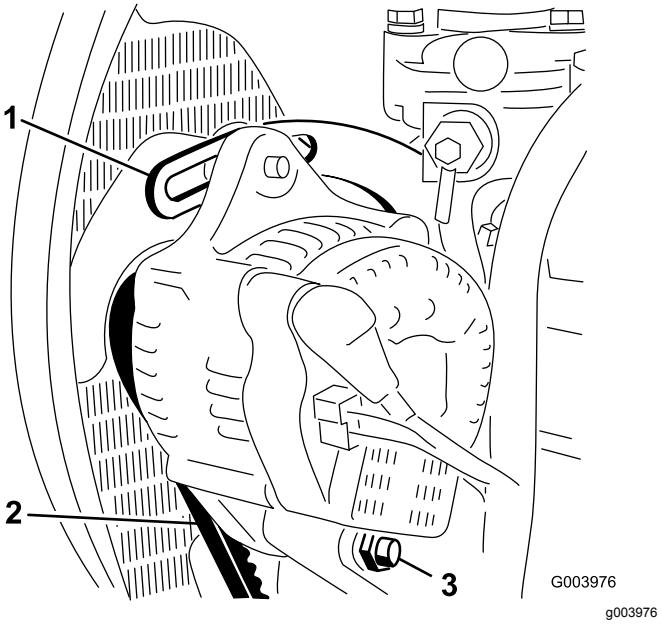

Figuur 65
2. Controleer de spanning van de riem van de wisselstroomdynamo door deze (Figuur 65) midden tussen de poelies van de wisselstroomdynamo en de krukas in te drukken met een kracht van 10 kg.
3. Draai de bout los waarmee de beugel is bevestigd aan de motor (Figuur 65), alsmede